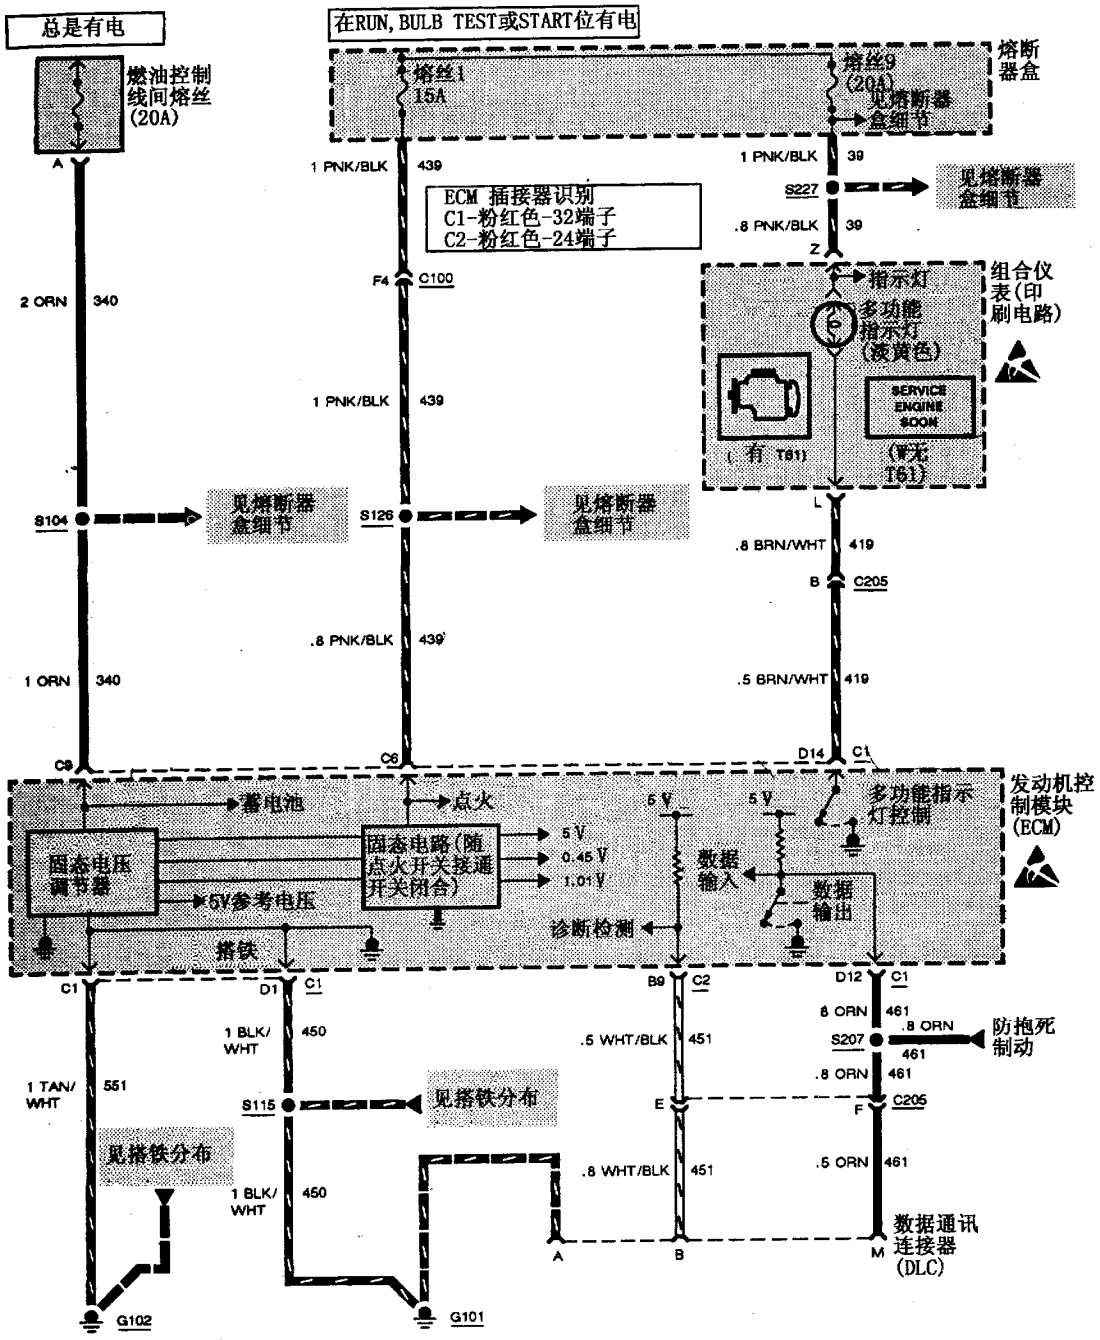

图 3－64　多点燃油喷射系统电气线路图—2.2L（VIN 4）
2.2L（VIN 4）发动机多点燃油喷射系统电气线路如图 3－64 所示。